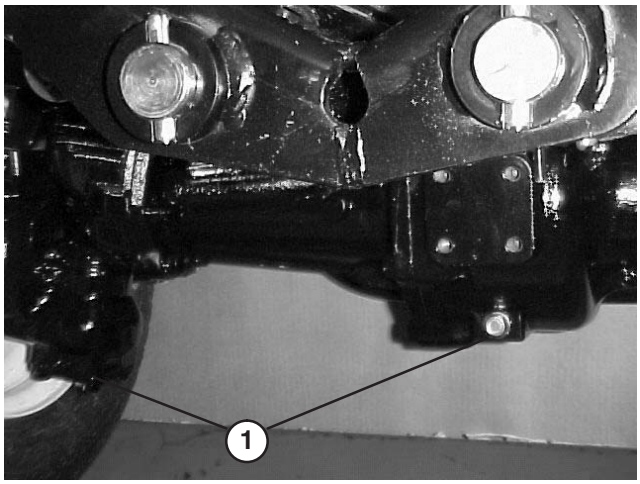

Bild 66
2. Reinigen Sie den Bereich um die drei Ablassschrauben, d. h. jeweils eine an beiden Enden und eine in der Mitte (Bild 66).